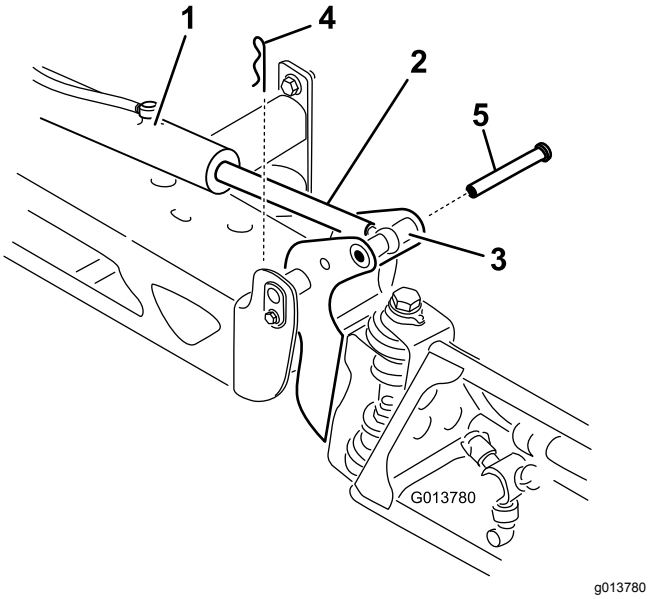

Figuur 58
2. Verwijder de borgpen van de draaipen (Figuur 58).
3. Til de spuitboom op en verwijder de pen (Figuur 58), en laat de spuitboom langzaam op de grond zakken.
9. Houd de spuitboom vast en steek de pen door het draaipunt van de spuitboom en de actuatorstang (Figuur 58).